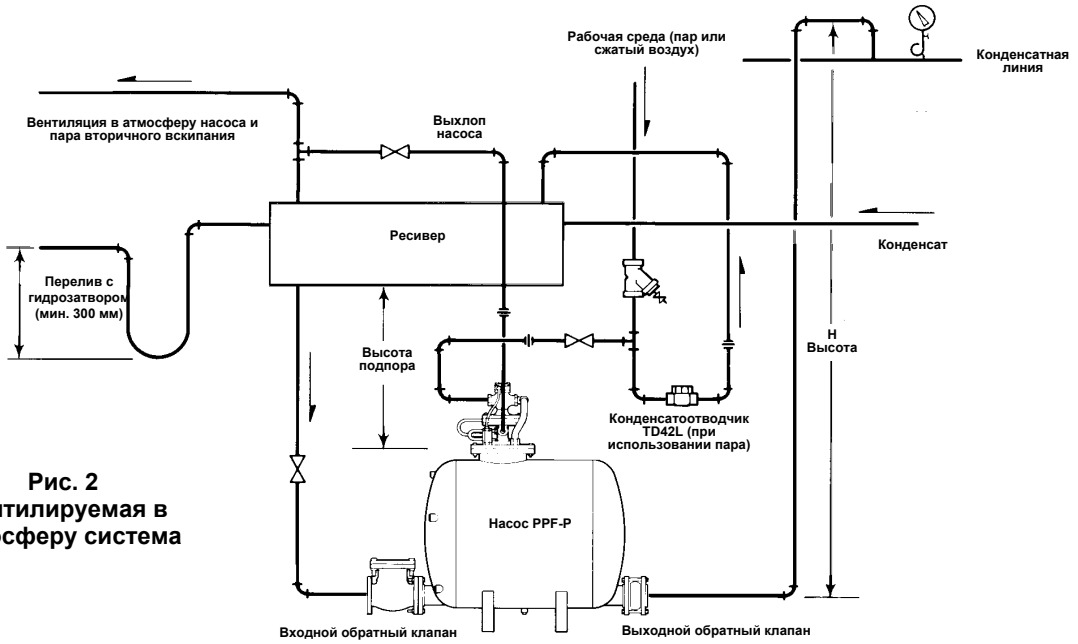

Рис. 2
2. Монтаж — Вентилируемые в атмосферу системы (Рис. 2)
1. Насос должен располагаться под ресивером-сборником конденсата. Насос должен иметь соответствующую высоту подпора перед собой (расстояние от верха насоса до низа ресивера) как показано на Рис. 2.
2. Для сбора конденсата от нескольких потребителей и предотвращения подтопления теплообменного оборудования во время рабочего цикла насоса над насосом должен быть установлен горизонтальный, вентилируемый в атмосферу ресивер (см. Рис. 2). Для выбора Ду вентиляционной трубы ресивера см. пункт “Вентилируемые ресиверы” ниже. Все фиттинги и арматура между ресивером и насосом должны быть полнопроходными.
Ресивер может оснащаться переливной трубой с гидрозатвором. Минимальная высота гидрозатвора должна составлять 300 мм (см. Рис. 2)).